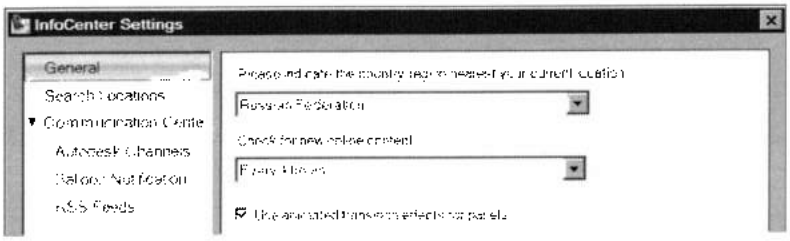
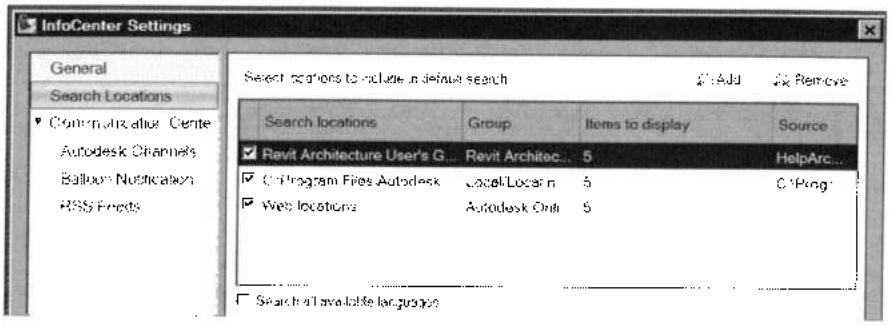

Рис. 2.21. *Общая настройка поиска*
Рис. 2.22. *Выбор и установка областей поиска*
1. В левой части бокса **InfoCenter Settings** (см. рис. 2.21) выбрать вкладку **Search Location** (Области поиска) (рис. 2.22).